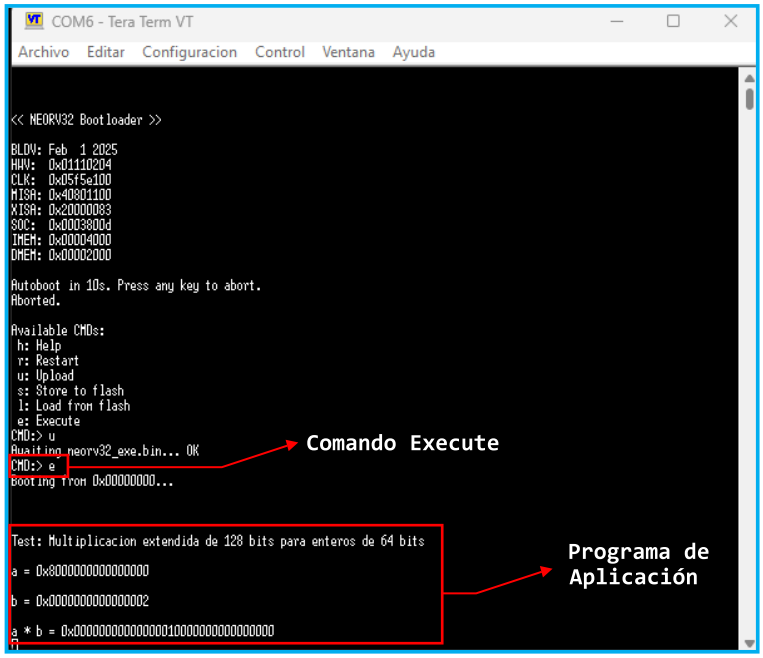

Fig.11. Ejecución del programa de aplicación mediante el comando *Execute*.
10. Si todo fue correcto, para proceder con la ejecución del código de usuario, pulsamos la tecla '`e`' (*Execute*). Como se puede observar en la Fig.11, el programa se ejecuta correctamente.